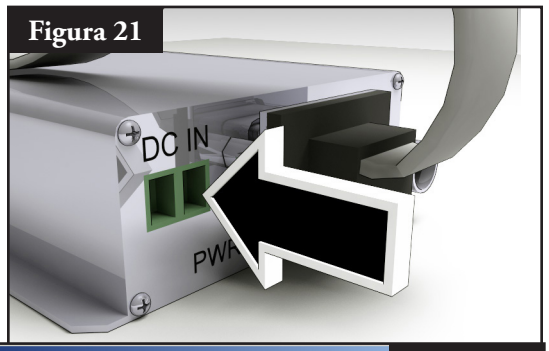

Figura 21
4. Conecte el cable de alimentación Phoenix a la fuente de alimentación de 12 V. Enchufe el otro extremo en el puerto DC IN del radio (**Figura 21**).